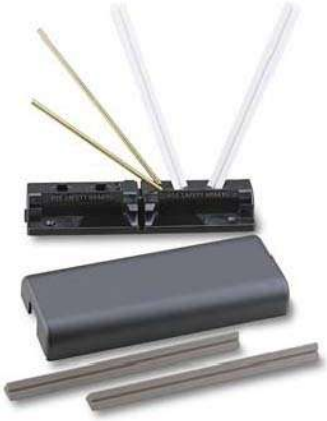

Figure 4-1. Serrated Knife Sharping Kit
(1) General Serrated Sharpening Using a slow steady movement, assure that the honing surface passes through each serration, and across each point. After sharpening the serrated side of the blade, pass the flat side of the blade across the honing surface using the same pressure to remove any burrs on that side of the blade. (Refer to Figure 4-1.)